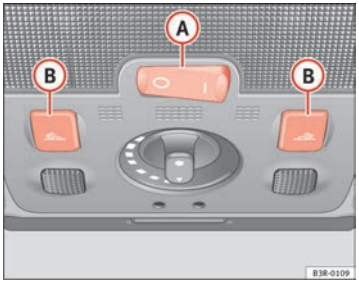

Fig. 93 Detail of headliner: front interior lights
The rocker switch (A) ⇒ fig. 93 for the front interior light has the following functions: